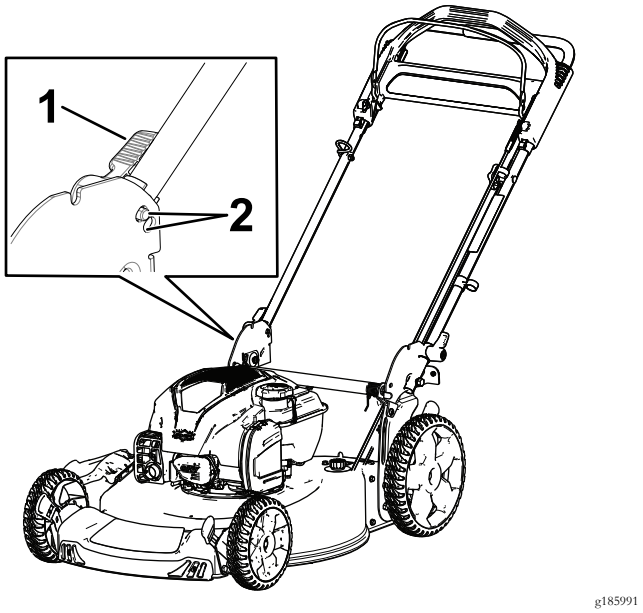

Rysunek 4
3. Ustaw blokadę uchwytu w jednej z dwóch pozycji (Rysunek 4), aż bolec wskoczy na swoje miejsce, blokując uchwyt w pozycji roboczej.